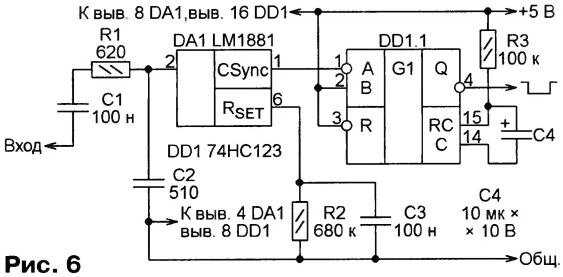

**Рис. 6**
**Детектор наличия видеосигнала (рис. 6 <http://homepage2.nifty.com/junz/lanc2/schem.gif>).** В нём микросхема DA1 выделяет из входного видеосигнала синхросмесь CSync. Пока синхронизирующие импульсы присутствуют на входе A одновибратора DD1.1, он постоянно перезапускается. Поэтому импульс низкого логического уровня на его выходе, начавшись с первым синхроимпульсом, заканчивается лишь спустя некоторое время после того, как видеосигнал на входе устройства исчезает. Выделение синхроимпульсов специализированной микросхемой повышает помехоустойчивость детектора, защищая его от помех, отличающихся по структуре от стандартного видеосигнала.